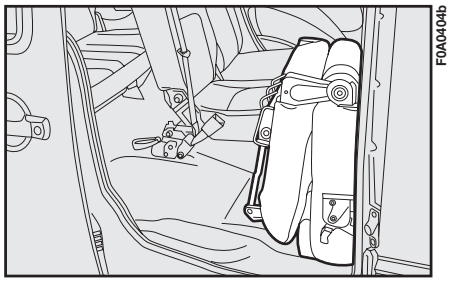

fig. 59c
– raise the whole cushion **fig. 59c**.